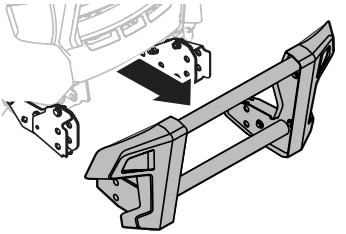

Fig. 62
2. Ahora ya se puede extraer el conjunto de protección del cepillo (Fig. 62).